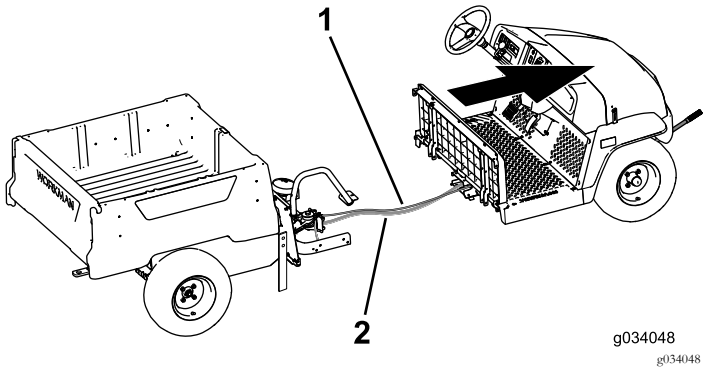

Figura 20
8. Fatevi aiutare da un assistente per spostare la sezione anteriore in avanti e lontano dalla sezione posteriore (Figura 20).